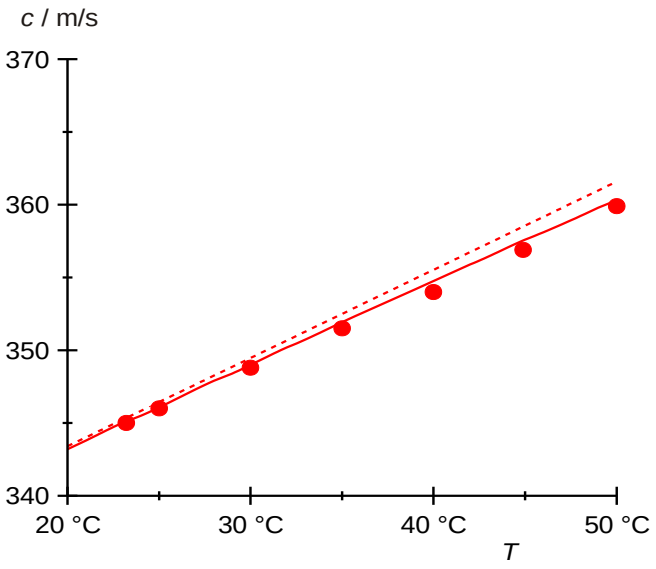

Fig. 4: Schallgeschwindigkeit c in Luft in Abhängigkeit von der Temperatur T.
- Die Schallgeschwindigkeiten c gegen die Temperaturen T in einem Diagramm auftragen (Fig. 4).
gemäß Gleichung (3) und gemäß Gleichung (5) berechnen, und die Werte in das $c(T)$-Diagramm (Fig. 4) eintragen.